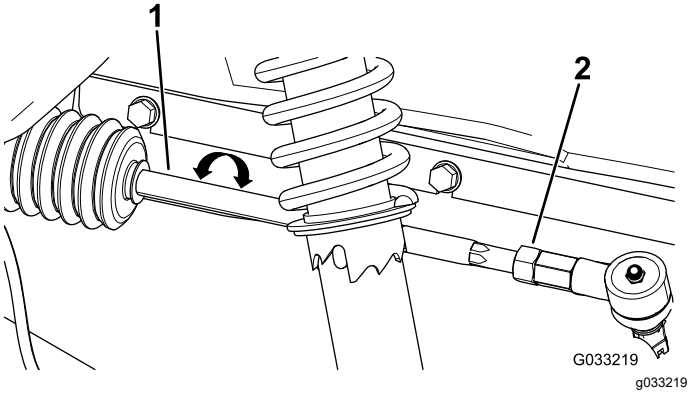

Figur 46
2. Hvis målene ikke faller innenfor 0 til 6 mm, løsne låsemutteren i den ytre enden av parallellstagene (Figur 46).